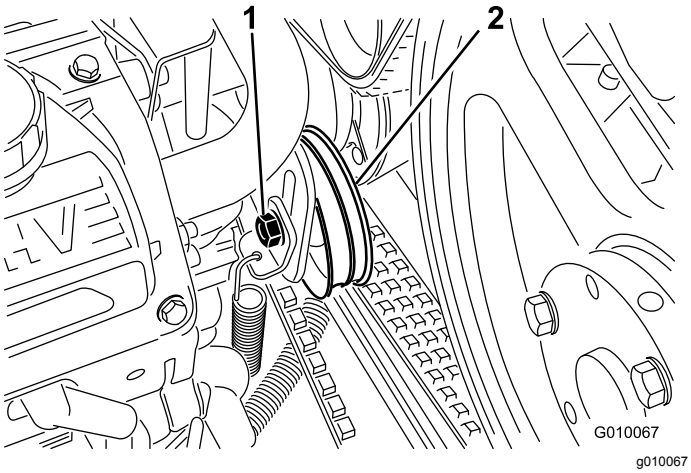

Figur 58
4. Lossa pumpremmens remskivsbult tillräckligt mycket för att tillåta rörelse i justeringsspåret (Figur 58).